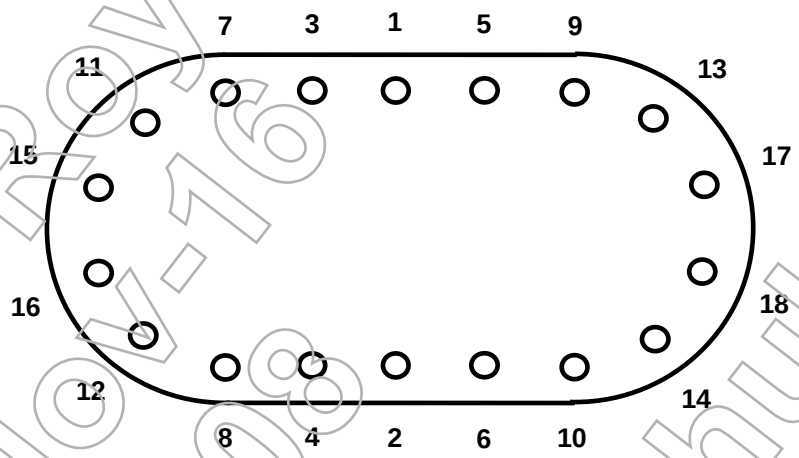

FIGURE 36 – TORQUE SEQUENCE FOR OBLONG COVERS
8.4.5.1 Covers that are oblong in shape and have more than 4 bolts shall be torqued as described in Split Casing in Section 8.4.9. However, refer to Figure 36 below.